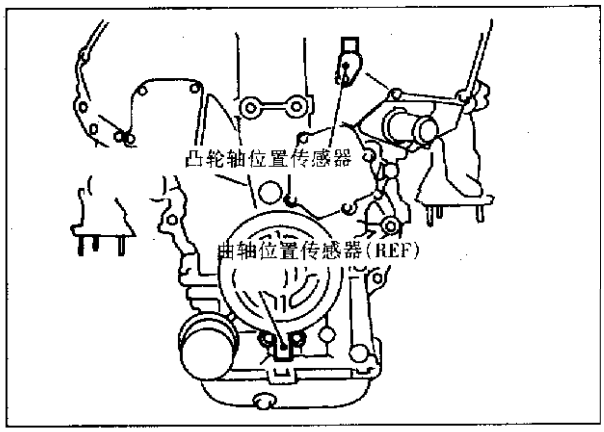
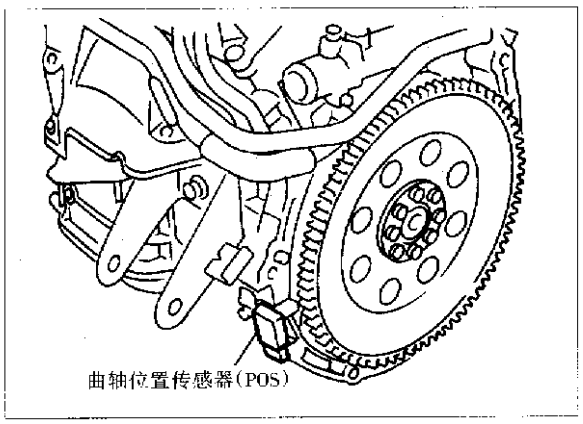

图 2-4-10
图 2-4-11
(16)拆卸凸轮轴位置传感器(PHASE)和曲轴位置传感器 (REF)/(POS),见图 2-4-10 和图 2-4-11。